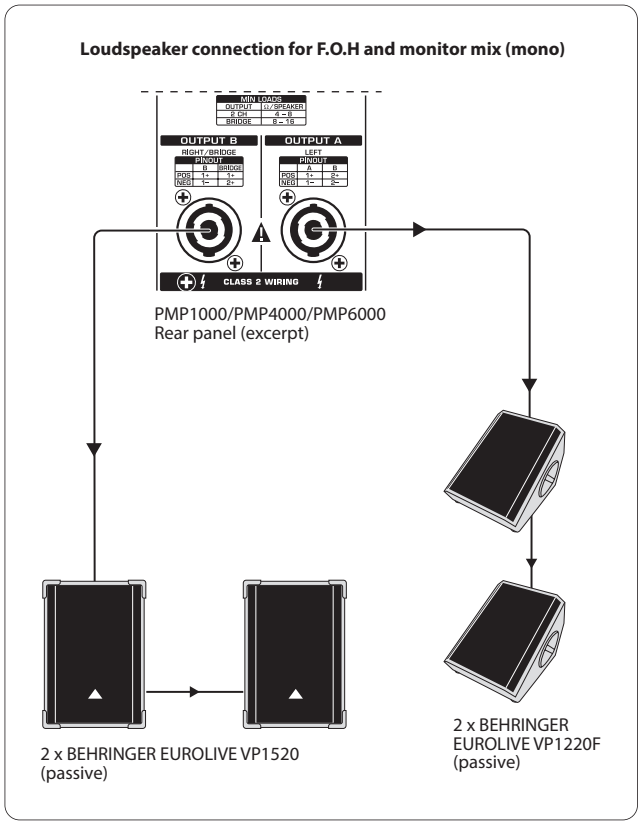

图 5.3: EUROPOWER 调音台作为单声双通道放大器 (举例)
插图 5.3 所示的应用时 (单声双通道放大器) AMP MODE 开关 (27) 必须位于中间位置 (PMP4000/PMP6000: MON 1 /MONO 或 PMP1000: MON)! 经过两个扬声器输出端相互分开地输出主信号和监听信号, 继续传输给两部平行接线的扬声器。